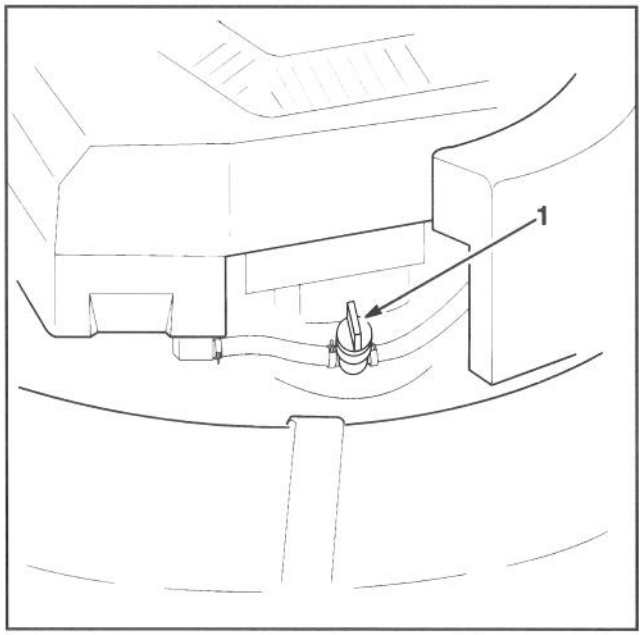
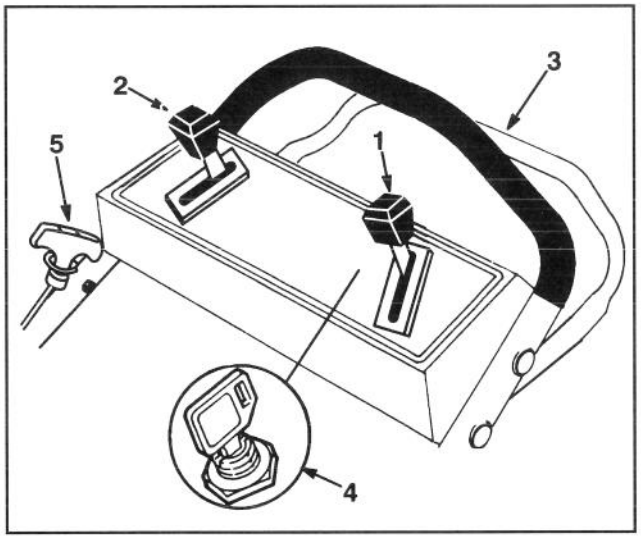

Abb. 7
Abb. 10
4. Das Kraftstoff-Absperrventil auf dem Motor öffnen (Abb. 7).
1. STEUERVORRICHTUNG - Zündschalter (Modell mit elektrischem Starter), Gashebel, Geschwindigkeitskontrolle, Antriebshebel und Seilstarter befinden sich am oberen Griff (Abb. 10).
3. Das Kraftstoff-Absperrventil (Abb. 7) öffnen, sollte es noch nicht offen sein.
4. Geschwindigkeitskontrolle auf (N), den Gashebel auf CHOKE stellen.
5. STARTEN MIT E-START – Startschlüssel auf START drehen und bei Anlaufbeginn des Motors loslassen. Wenn der Motor anspringt, Gashebel von CHOKE auf die gewünschte Geschwindigkeit stellen. Ist die Batterie entladen, kann der Motor mit dem Seilstarter gestartet werden (Abb. 10).
6. SEILSTARTER – Geschwindigkeitskontrolle auf (N), den Gashebel auf (CHOKE) stellen. Seilstarter herausziehen, bis Widerstand bemerkbar ist; dann kräftig anziehen, um den Motor zu starten. Wenn der Motor anspringt, Gashebel von CHOKE auf die gewünschte Geschwindigkeit stellen.
7. GESCHWINDIGKEIT (Abb. 10) – Die Geschwindigkeit variiert entsprechend der Entfernung zwischen Antriebshebel und Schiebestange. Geschwindigkeitskontrolle auf gewünschte Stellung bringen. Stellung "1" ist langsam, "2" ist mittel und "3" ist Laufgeschwindigkeit. Geschwindigkeitskontrolle auf (N) stellen, wenn man den Mäher zum Nachschneiden benutzt oder stehenläßt.